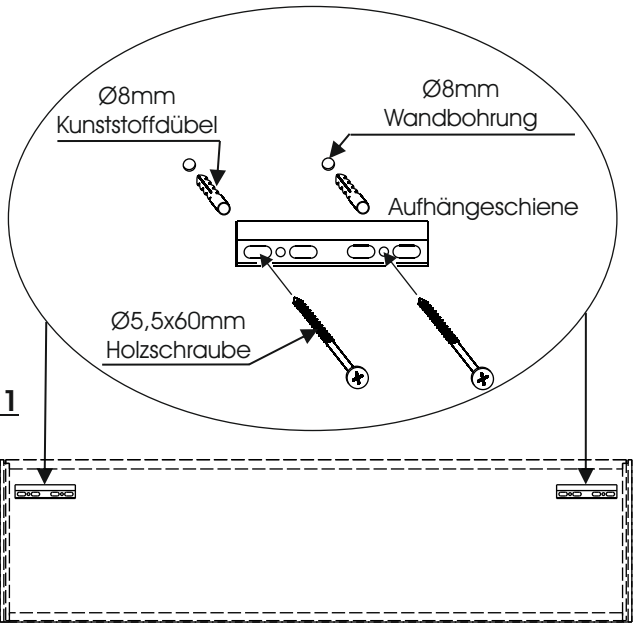

Abb. 1
3. Zeichnen Sie die Position der Aufhängeschienen an die Zimmerwand an und befestigen die Schienen entsprechend Abbildung 1. Alle Aufhängeschienen sind mit jeweils zwei Schrauben zu befestigen. (Abb. 1)